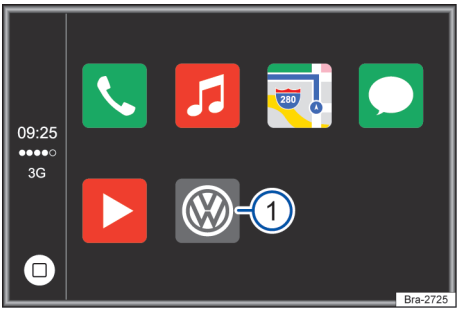

Fig. 116 Menu Apple CarPlay™.
– Na operação do Apple CarPlay™, tocar na superfície de função → Fig. 116 1, para acessar o **App-Connect** no menu principal.